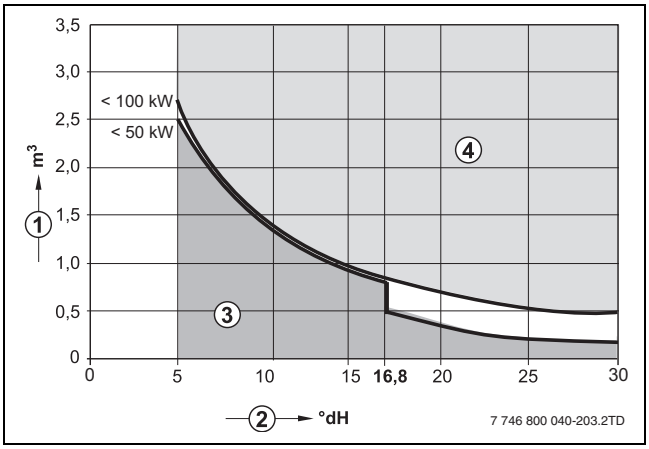

Fig. 1 Requisitos del agua de llenado de la caldera para las calderas simples Logamax de hasta 100 kW
- Utilizar exclusivamente agua del grifo sin tratar (al hacerlo, tener en cuenta el diagrama de la fig. 1). No está permitido el uso de agua subterránea.